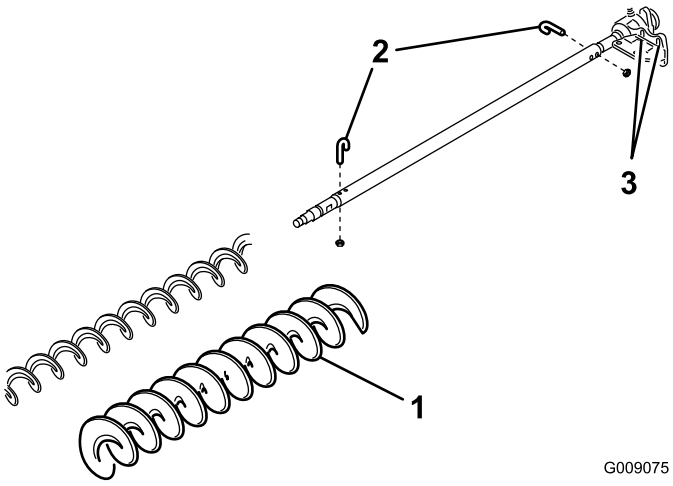

Рисунок 22
3. Отверните два J-образных болта и их гайки (Рисунок 22).
4. Снимите с вала щетки находящуюся на нем щетку (Рисунок 22).
5. Ослабьте затяжку двух болтов с шайбами и гайками, которые крепят корпус подшипника приводной стороны к монтажному кронштейну корпуса подшипника (Рисунок 22).
6. Наденьте щетку большой высоты скашивания на вал щетки (Рисунок 22).
7. Прижмите щетку к валу с помощью двух ранее снятых J-образных болтов и гаек (Рисунок 22).